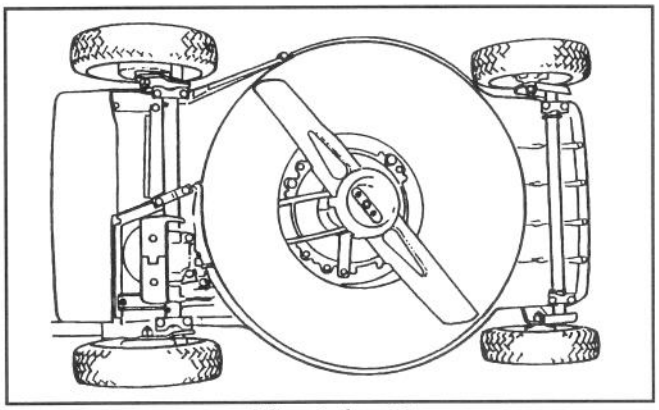

Afbeelding 26
2. Leg de maaier op zijn linker zijde (Afb. 26). Pas op dat het mes niet draait. Dit kan tot problemen bij het starten leiden.